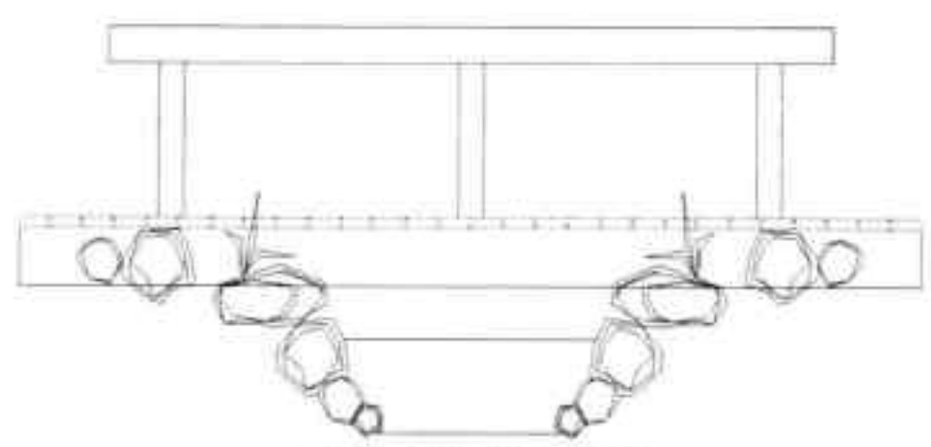

图20-91 修剪图形
Step 11 执行“修剪”命令，对图形多余线段进行修剪，如图 20-91 所示。